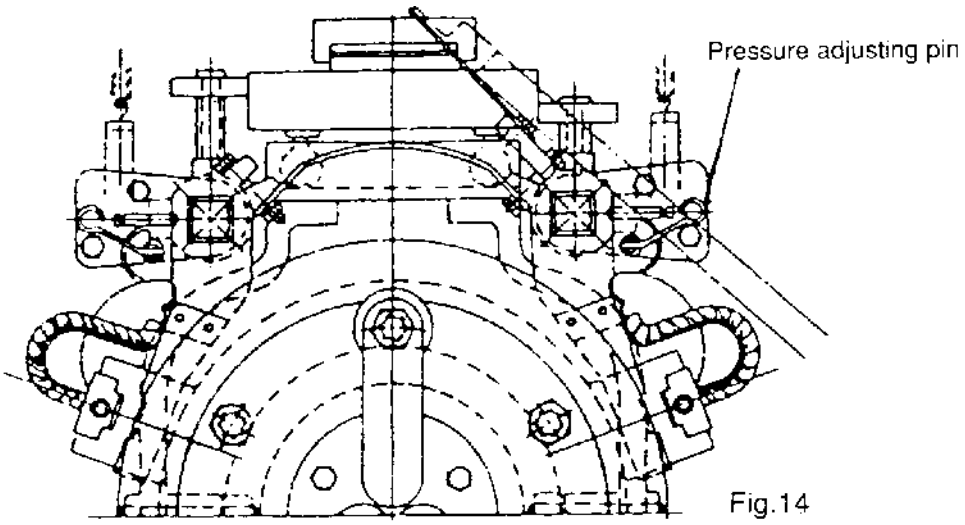

Fig.14
- The brush pressure may be reduced after use, so it is necessary to re-adjust. For adjustment, please turn adjusting screw, pressure adjusting pin or pressure adjusting plate as shown in Fig. 14 to obtain the correct tension (=0.23 x brush cross sectional area in cm$^2$) ±10% kg.